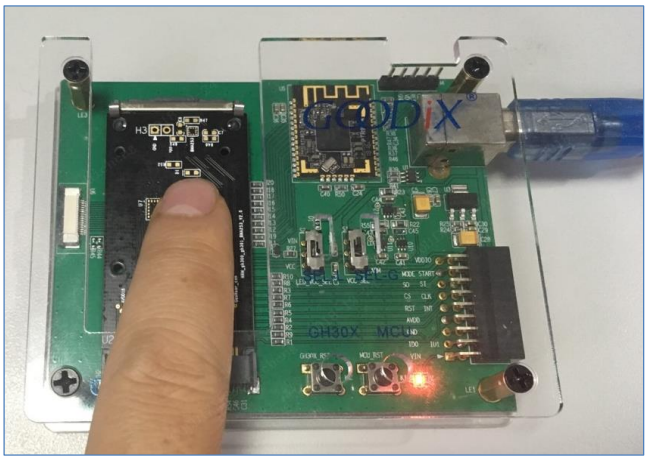

图 3-4 板载模组使用说明图
- 通过 EVK 板 PCIE 接口，将 GH30x PCIE 模组安装至 EVK 板，如图 3-4 所示。